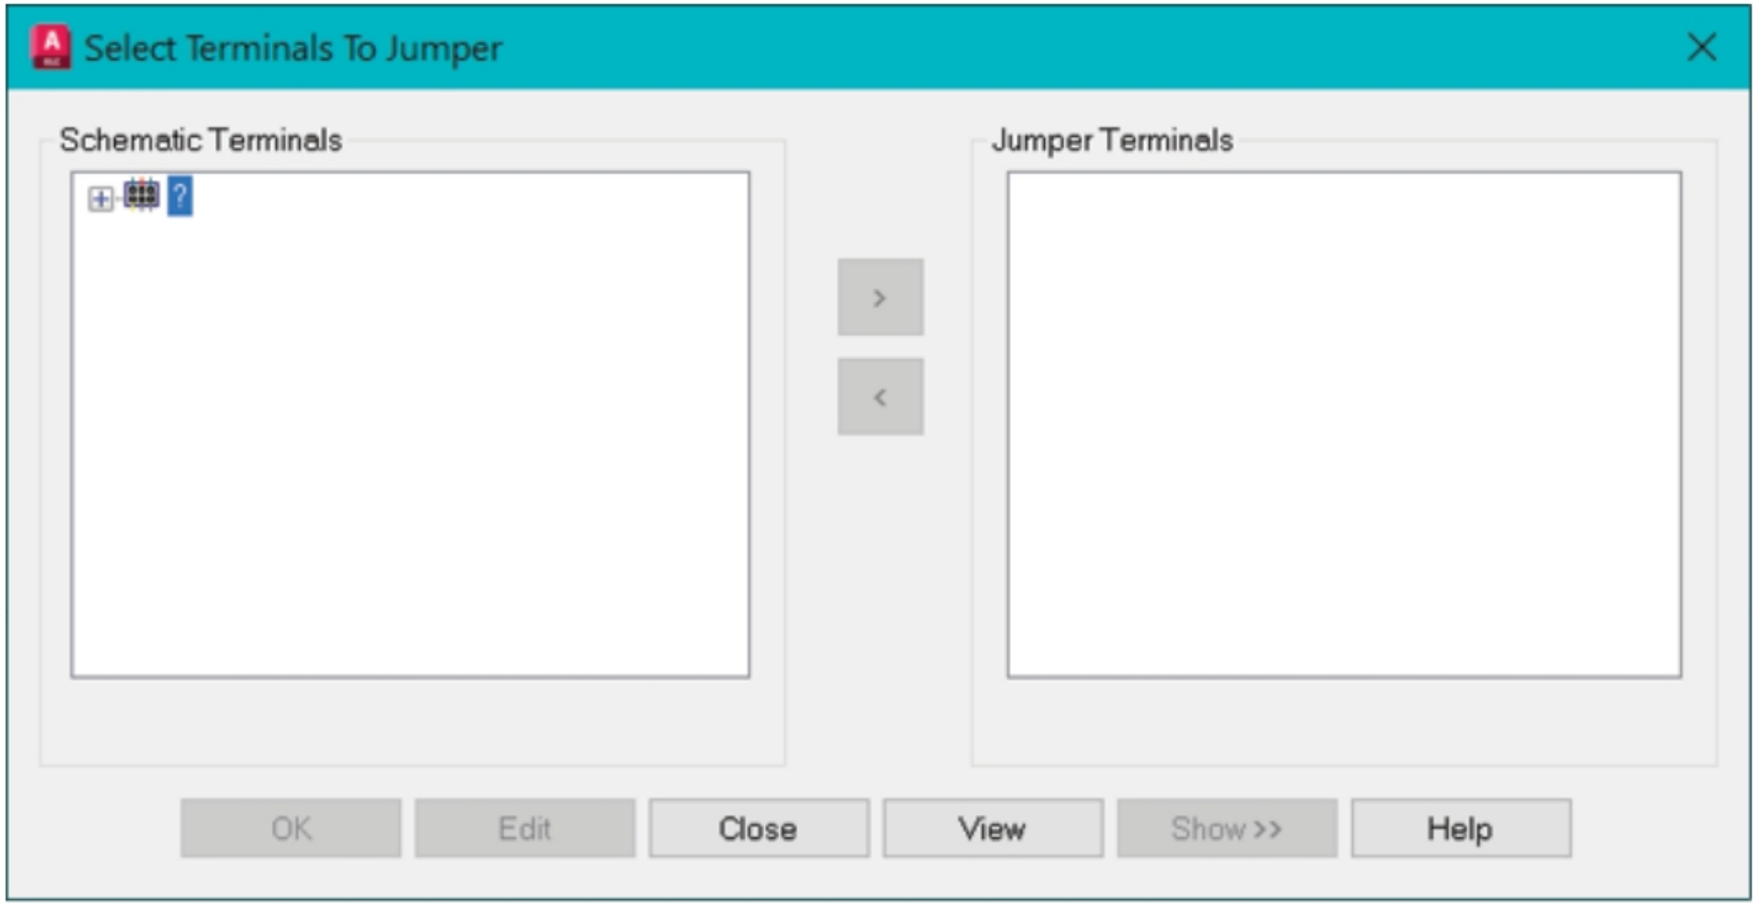

Figure-22. Select Terminals To Jumper
- On pressing **ENTER**, the **Select Terminals To Jumper** dialog box will be displayed; refer to Figure-22.